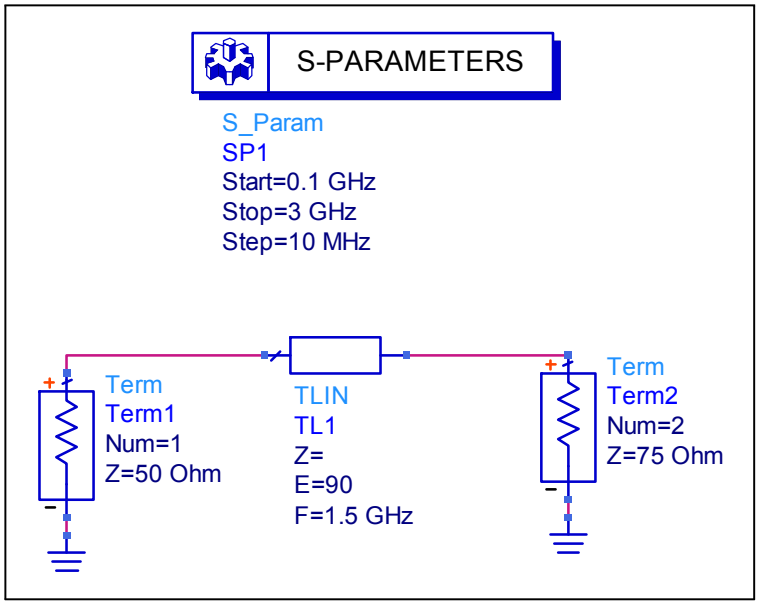

Figure 1 - An ADS example of a single ideal transformer.
1. Match the load to the transmission line by an ideal transmission lines, as shown for a single ideal transformer in Figure 1.